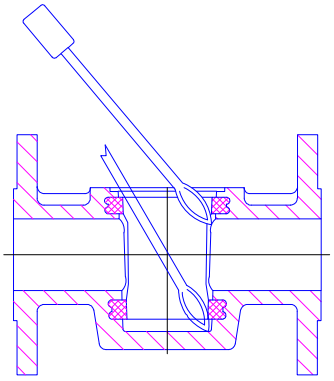

Abb. 8 / *fig. 8*
8. Büchse ausschneiden (Abb.8)
8. Cut out sleeve (fig.8)